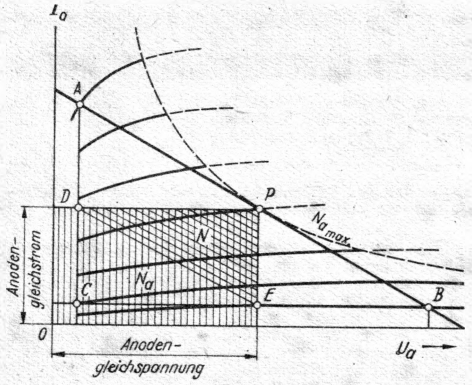

Bild 40. Gleich- und Wechselstromleistung einer Röhre im Kennlinienfeld
3. Aus Anodenspannung und Anodengleichstrom ergibt sich die von der Röhre verbrauchte Leistung $N_a = U_a \cdot I_a$. Sie darf einen bestimmten Wert $N_{a\,max}$ nicht überschreiten, sonst wird die Röhre überlastet. Werte mit gleichem $N_{a\,max}$ werden nach Bild 40 durch eine Kurve, die Leistungsparabel, dargestellt. Alle Arbeitspunkte, die auf dieser Kurve liegen, sind zulässig. Röhren vertragen also
4. Die Röhre erzeugt eine Wechselstrom- oder Sprechleistung N. Sie ergibt sich bildlich als Dreieck DEP in Bild 40. Die günstigste Sprechleistung bei geringsten Verzerrungen ergibt sich bei einer bestimmten Steigung der Arbeitskennlinie R_a, d. h. bei einem bestimmten Verhältnis des Außenwiderstandes R_a zum Innenwiderstand R_i. Das Verhältnis ist bei Trioden und Pentoden verschieden.